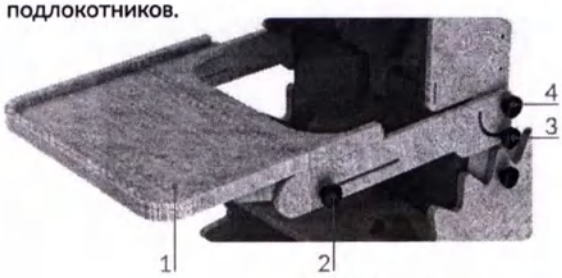

Рис. 6 – Регулировка столика
Столики (рис. 6)
1. Демонтируйте с опоры задний и передний столики руководствуясь описанием выше и рис. 6. Если ложе опоры необходимо перевести в промежуточное (не горизонтальное) положение, то допускается оставить требуемый столик на опоре.
2. Придерживая ложе опоры ослабьте барашки (1), (2) и (3) с левой и с правой сторон опоры.
4. Зафиксируйте раннее ослабленные барашки (1), (2) и (3).